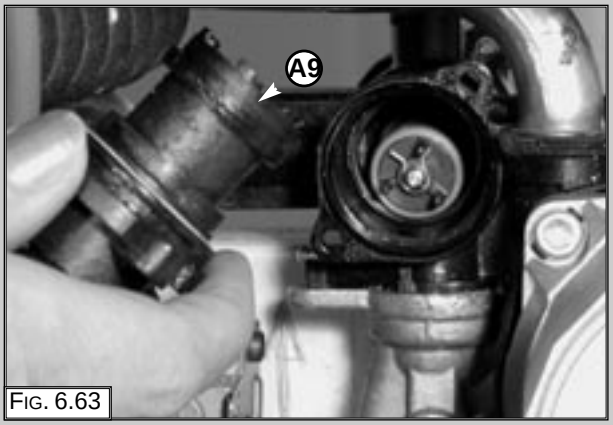

FIG. 6.63
4. Remove the “actuator” “A9” (Fig. 6.63 - 6.64).